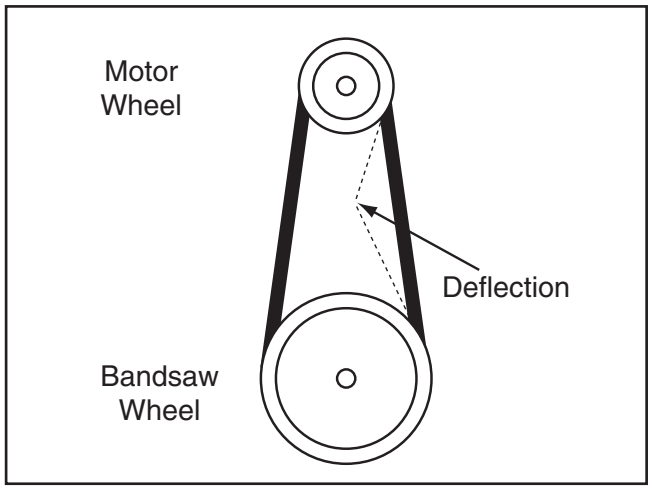

Figure 75. V-belt deflection.
4. Push the center of the V-belts. Note the amount of deflection (see **Figure 75**). If deflection is more than ¾", tension the V-belt.